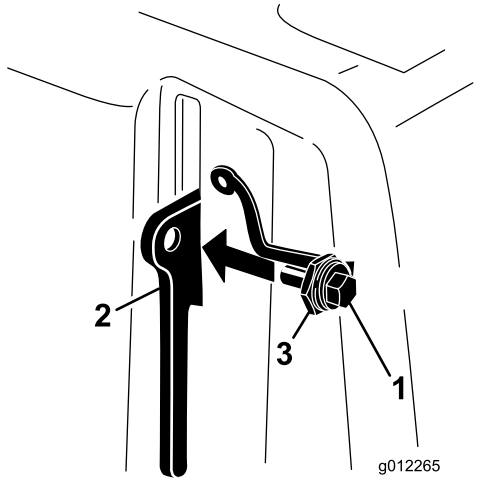

**Figur 11**
3. Før bolten inn i låsespaken på remdekselet (Figur 11).